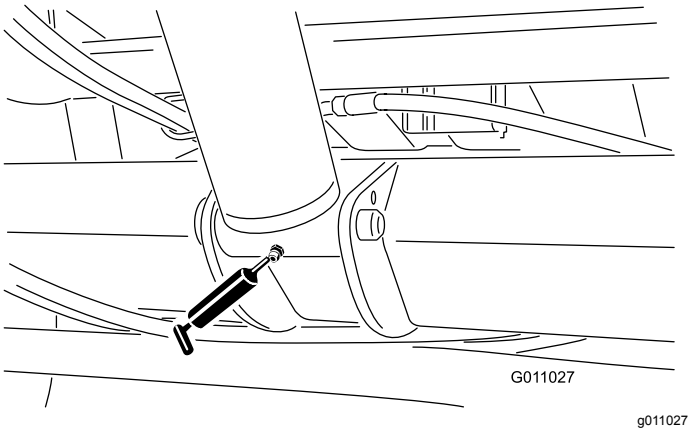

Figuur 35
- Hefcilinder, (2) (Figuur 35)